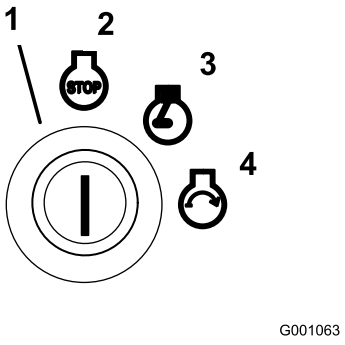

Figur 13
6. Drej tændingsnøglen med uret til positionen Run (Kør) (Figur 13).
9. Drej nøglen til startpositionen. Gløderørskontrollampen tændes. Slip nøglen, når motoren starter (Figur 13).
2. Drej tændingsnøglen med uret til positionen Run (Kør) (Figur 13).
4. Drej tændingsnøglen til positionen Off (Fra) (Figur 13). Vent, til alle bevægelige dele er standset, før du forlader betjeningspositionen.